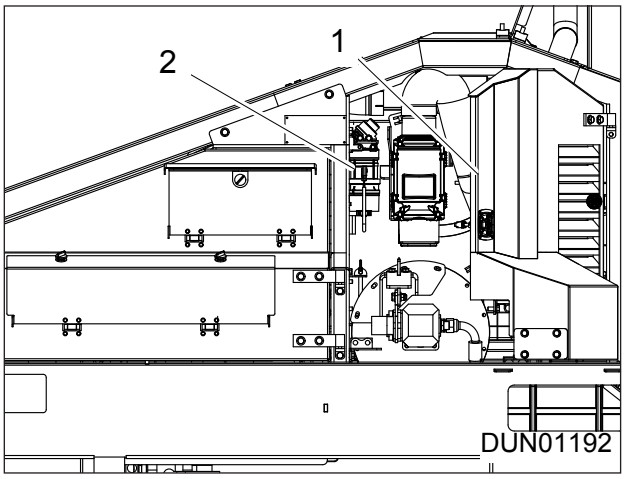
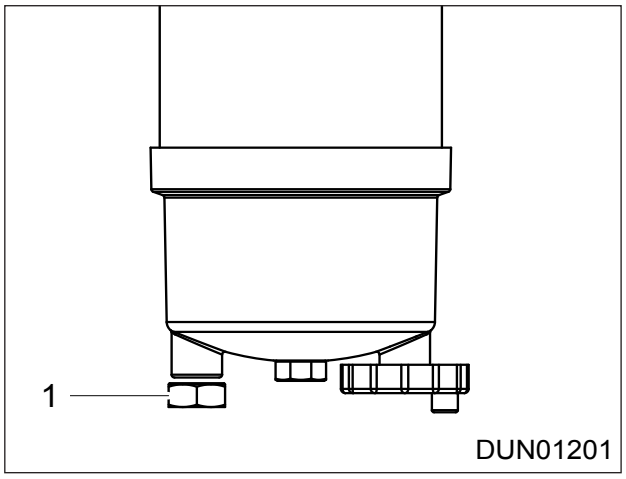

Figure 9.36 - Engine Oil Filters
Figure 9.37 - Water Trap
3. Unscrew the drain bung (Item 1, Reference: Figure 9.37) at the bottom of the water trap (Item 2, Reference: Figure 9.36) and allow the water to drain out into a suitable container.